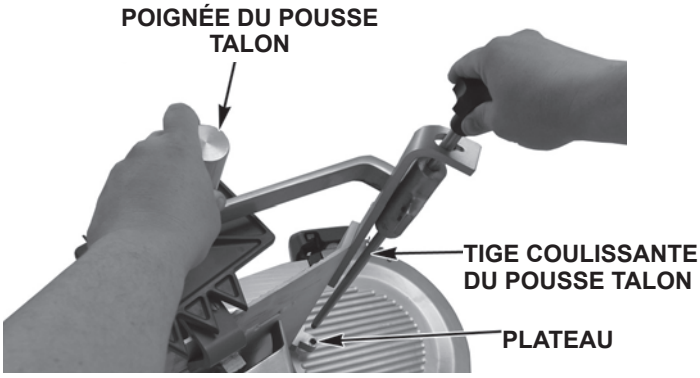

Fig. 8
- Le pousse talon (Fig. 8) est monté sur le plateau et peut être retiré pour le nettoyage.